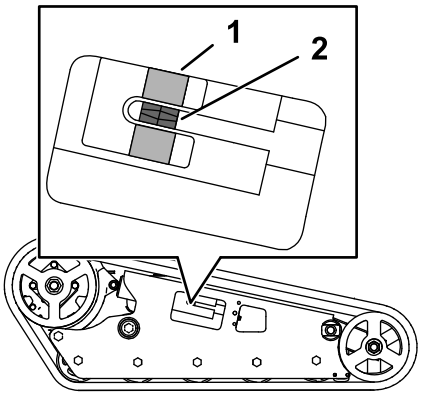

Figur 58
Kontrollera att spännblocket är i linje med den gröna styrningen på dekalen eller 1,3 cm från baksidan av spänningsrörets öppning (Figur 58).
4. Använd en hylsnyckel på ½ tum för att vrida spännskruven tills spännblocket är i linje med den gröna styrningen på dekalen eller 1,3 cm från baksidan av spänningsrörets öppning (Figur 58).
8. Kontrollera att spännblocket är i linje med den gröna styrningen på dekalen eller 1,3 cm från baksidan av spänningsröret för båda spåren (Figur 58). Justera den om så behövs.